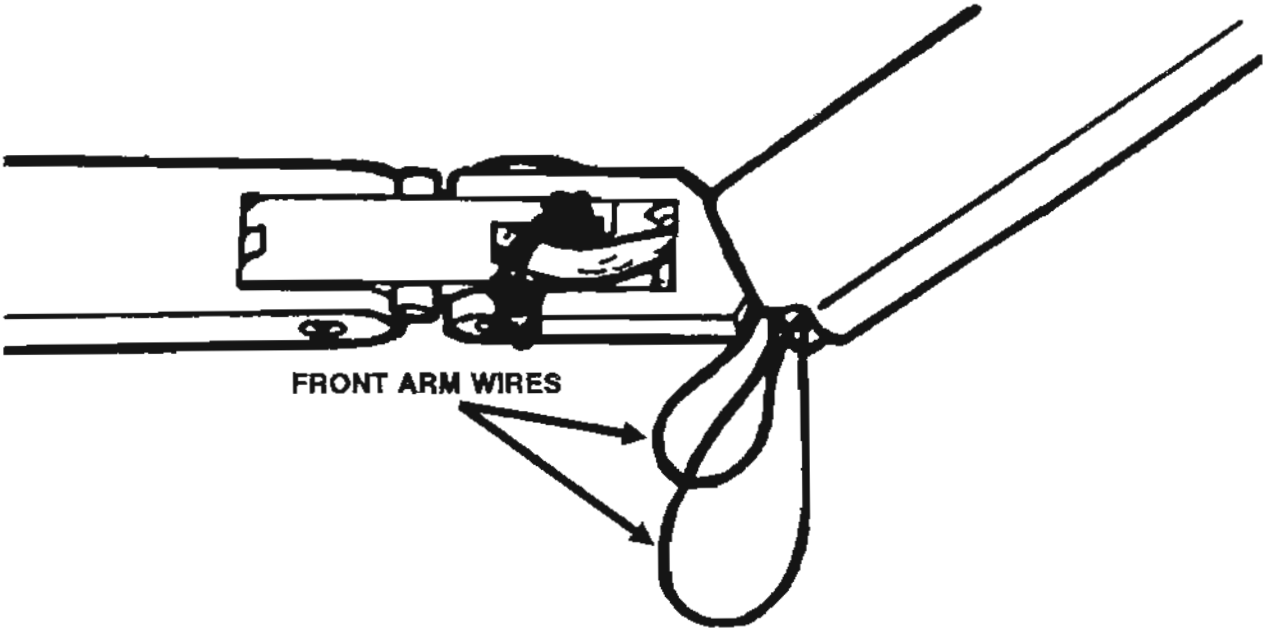

Figure 3-13. Wiring removal.
(6) Pull the electrical wires from the rear arm.
(7) Remove the second knuckle cover and pull the electrical wires from the front arm (fig 3-13).